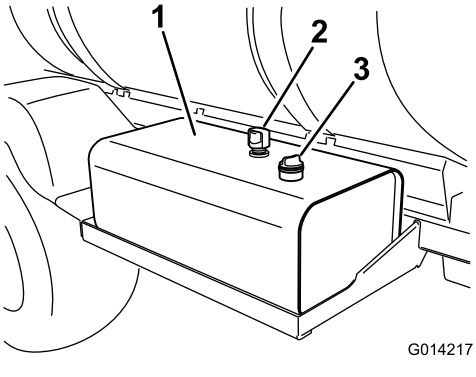

Figura 107
2. Limpe a zona em redor da tampa da vareta do depósito de fluido hidráulico e retire-a (Figura 107).